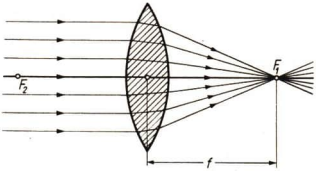

Abb. 35. Parallel zur Achse einer Konvexlinse einfallendes Sonnenlicht wird im Brennpunkt gesammelt. F_1 und F_2 Brennpunkte, f Brennweite.
Der Punkt, in dem das Sonnenbild entsteht, heißt, ebenso wie beim Hohlspiegel, der **Brennpunkt** (F). Seine Entfernung vom Linsenmittelpunkt heißt **Brennweite** der Linse. Es zeigt sich, daß die Konvexlinse zwei Brennpunkte hat. Sie liegen zu beiden Seiten der Linse im gleichen Abstand von dieser (F_1 und F_2 in Abb. 35) und fallen bei schwach gewölbten Linsen aus gewöhnlichem Glas nahezu mit den *Krümmungsmittelpunkten* der Linsenflächen zusammen. Die durch die beiden Brennpunkte F_1 und F_2 gelegte Gerade geht auch durch den *Linsenmittelpunkt O* und heißt wie beim Hohlspiegel *optische Achse* der Linse.